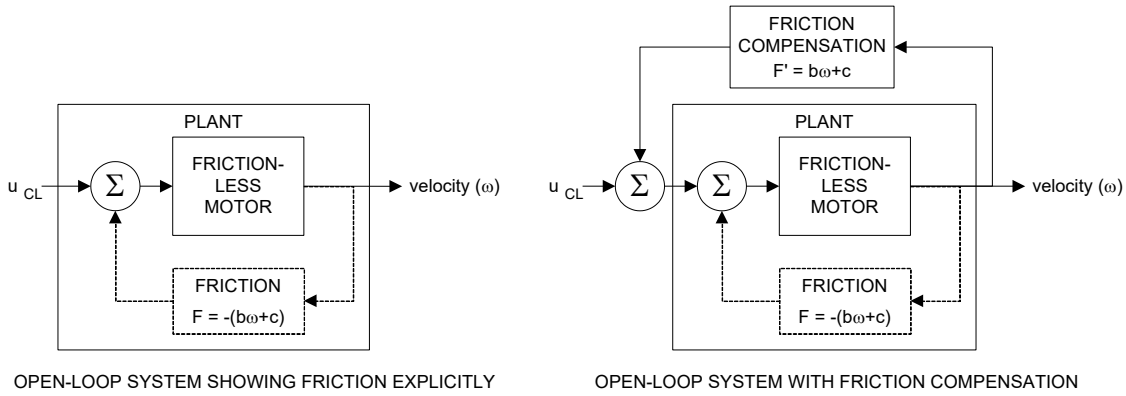

Figure 5: Functionality of Friction Compensation
Friction affects all systems, and can add to or modify system dynamics, bring in noise, decrease resolution, and introduce offsets. We have implemented one method of dealing with offsets introduced by Coulomb friction – integral control. However, the dynamics of the system are still affected by friction. By considering friction as a linear function (a velocity gain and offset for each direction), we see another way of dealing with it. Since we now know the value of friction (in control units; see Equation (6) and the associated discussion on page 5) for any speed, we can let Simulink "adjust" for friction by counteracting its value as a function of speed (see Figure 5).